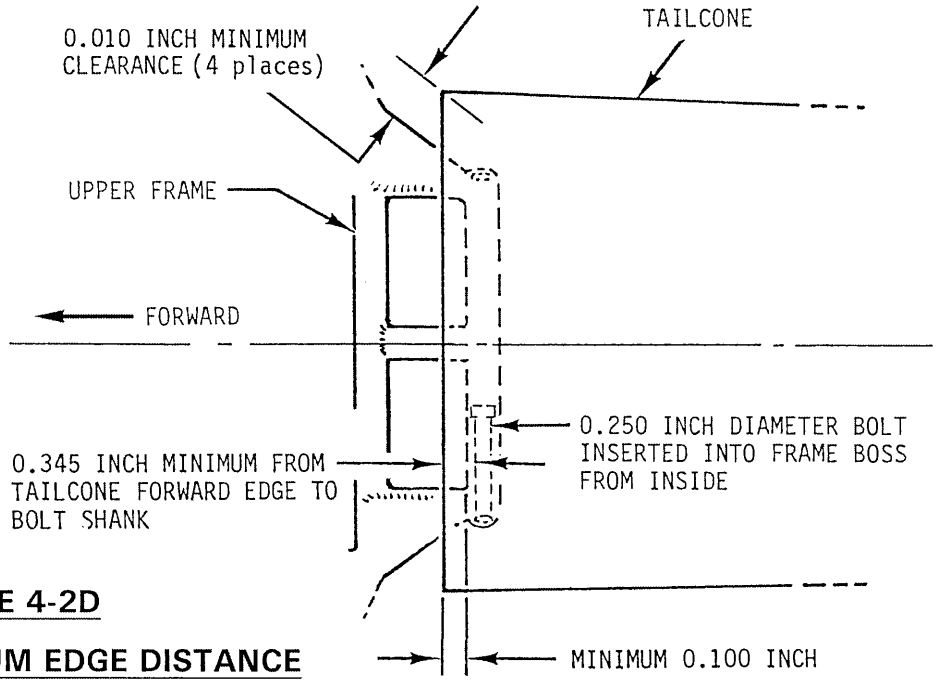

FIGURE 4-2D
f. Check for clearance between tailcone and upper frame assembly. Refer to Figure 4-2D.
7. Refer to Figure 4-2D. Place a straight edge across the forward face of tailcone and measure gap between straight edge and forward face of the steel tube mounting structure. Measurements should be taken as close as possible to the four tailcone mounting points. Adjust tailcone as necessary to obtain a minimum dimension of 0.10 inch. Recheck and adjust vertical and lateral centering of tailcone as required.
1. Refer to Figure 4-2D. Prior to drilling, verify minimum 0.345 inch edge distance from tailcone edge to hole edge.